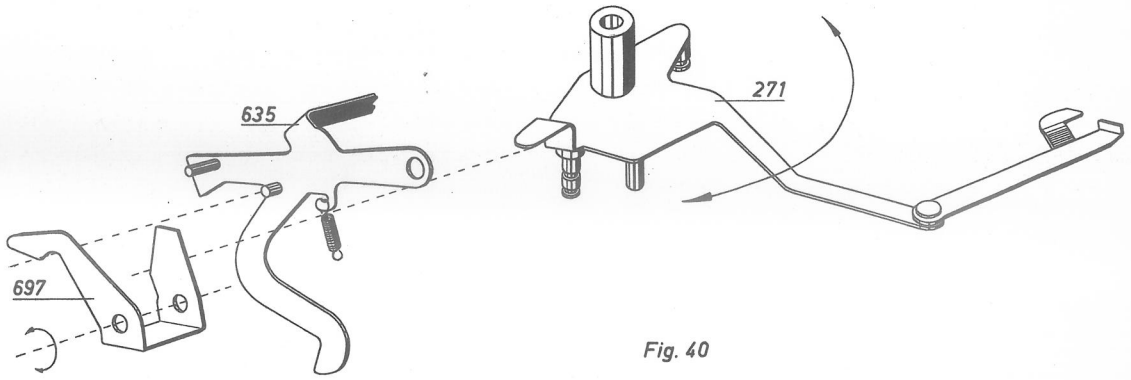

Fig. 40
2/ Die Sperrklinke (697,Fig.40), die mit ihrem kurzen Arm an der Lasche des Zurückführungsarmes (271) ruht, folgt diesem durch Federzug. Steht der Stellstiftwagen in äusserster linker Stellung (volle Kapazität), ist die Nase des Zurückführungsarmes am weitesten zurück und die Sperrklinke setzt sich mit ihrem langen Arm über einen Zapfen der Startbrücke (635), wodurch die M-Tasten gesperrt werden.